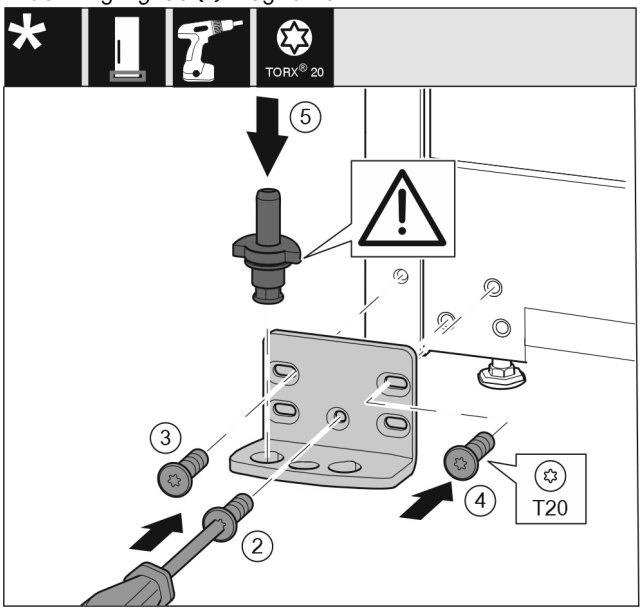

Fig. 31
- ▶ Lagerbok aan de andere zijde plaatsen en met behulp van een schroevendraaier er in schroeven. Met schroef *Fig. 31 (2)* onder in het midden beginnen.
- ▶ Schroef *Fig. 31 (3)* en schroef *Fig. 31 (4)* vastschroeven.
- ▶ Lagerbouten *Fig. 31 (5)* volledig insteken. Let hierbij op dat het vergrendelingslipje naar achteren wijst.